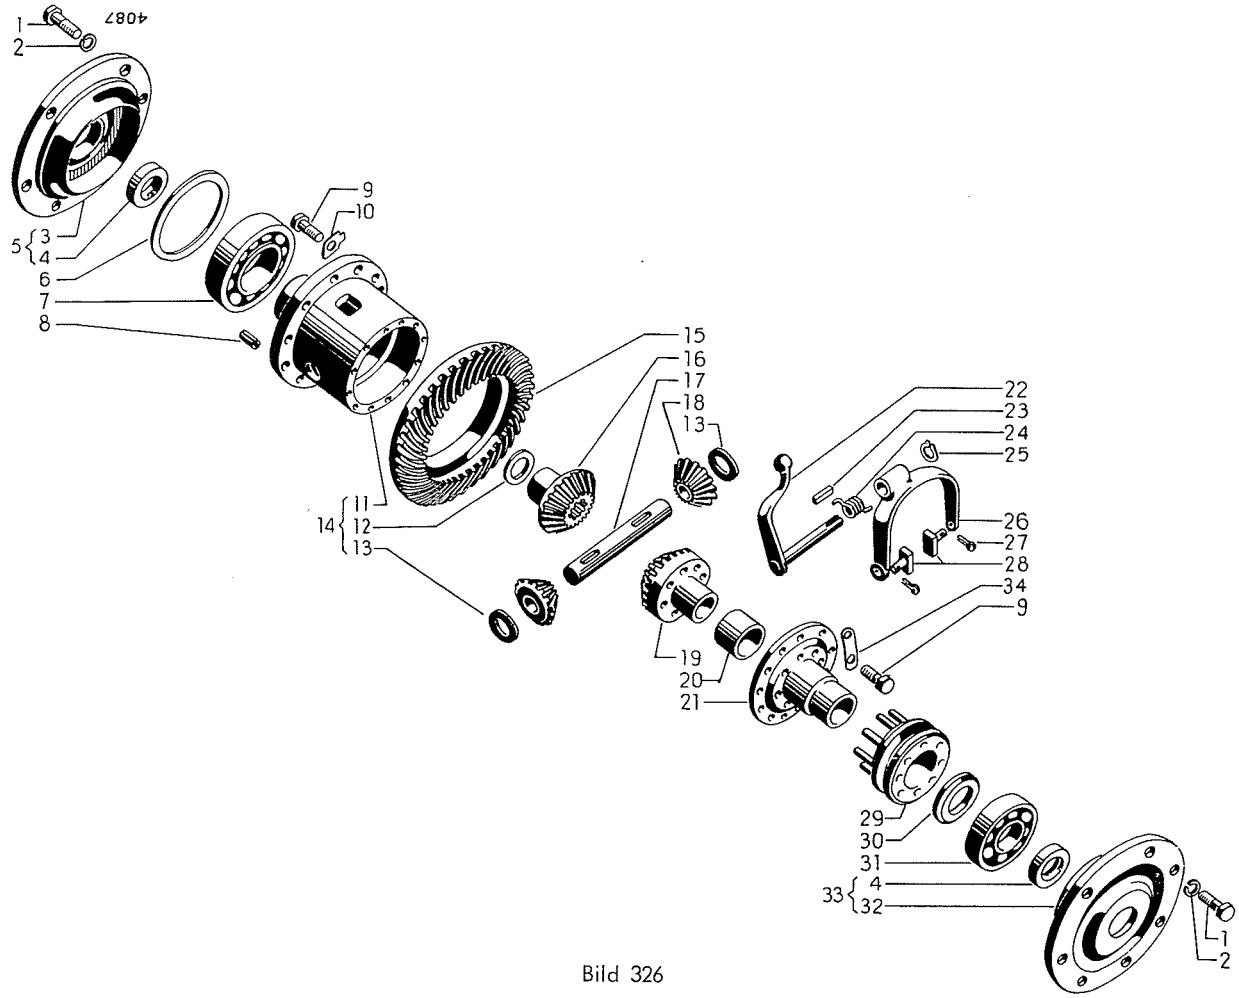

Bild 326
Das Differential ist in zwei einreihigen Kugellagern (7 und 31) Bild 326 gelagert, die in zwei seitlich in das Getriebegehäuse eingesetzten Lagerdeckeln (3 und 32) sitzen. Die Einstellung des Flankenspiels zwischen Differentialzahnkranz (15) und dem konischen Triebel der Schiebewelle erfolgt mittels Ausgleichscheiben (6), welche zwischen dem rechten Lagerdeckel (3) und dem Kugellager (7) eingefügt werden.
Falls das linke Achskegelrad in seiner Führung zuviel Spiel hat, die Lagerbüchse (20), Bild 326, auswechseln.
Vor dem Aufbringen des linken Kugellagers (31), Bild 326, die Schiebemuffe (29) der Differentialsperre und den abgeschrägten Ausgleichring (30) aufsetzen. Die abgeschrägte Seite des Ringes muß dabei dem Kugellager zugekehrt sein.